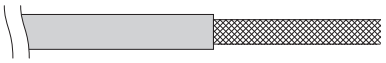

Fig. 4-9
(1) Retire la cubierta del cable sin arañar el blindaje trenzado. (Fig. 4-9)